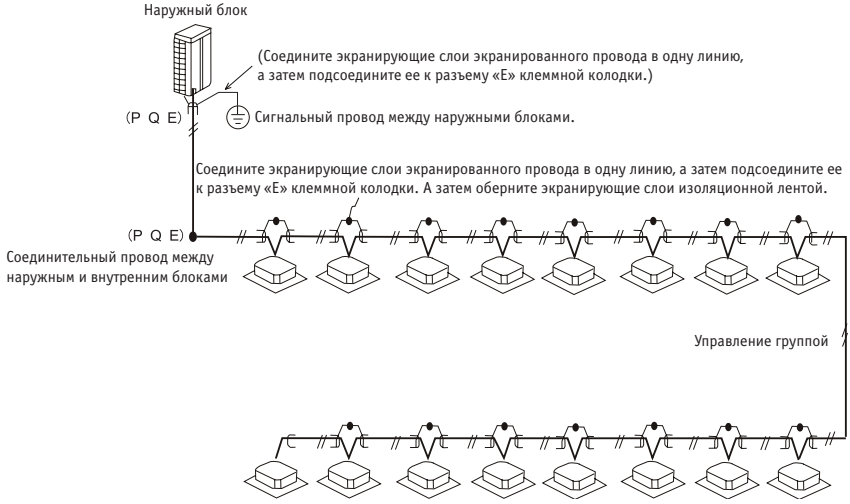

Рис. 6.1
2. Соедините экранирующие слои экранированного провода в одну линию, а затем подсоедините ее к разъему «E» клеммной колодки. (См. рисунок 6.1)